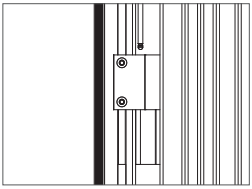

Abb. 3: Drehrahmen mit Scharnierheft einhängen
3. zu Abb. 3: Hängen Sie den Drehrahmen mit dem Scharnierstift ein.